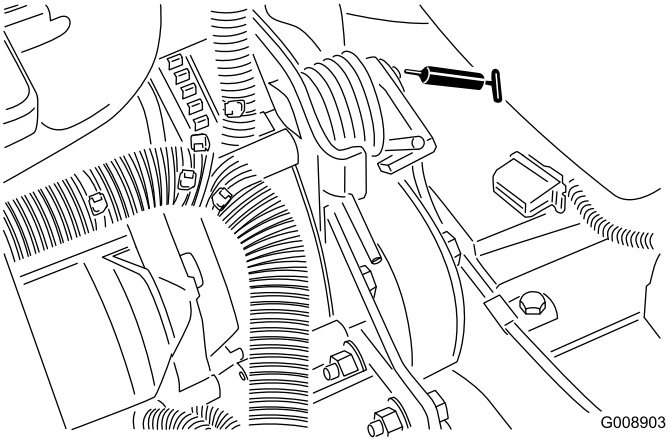

**Figur 56**
- Remspændingsdrejetap (Figur 56)